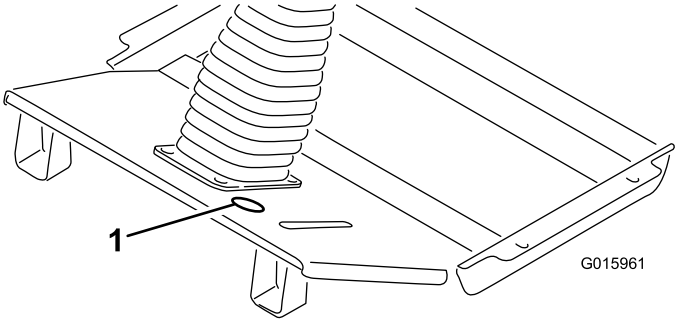

Figura 3
1. Retire a tomada de ejecção, localizada entre o pedal do travão e a coluna da direcção na placa do piso (Figura 3). Se a placa do piso não tiver uma tomada de ejecção, passe para o passo seguinte para obter as instruções de perfuração.